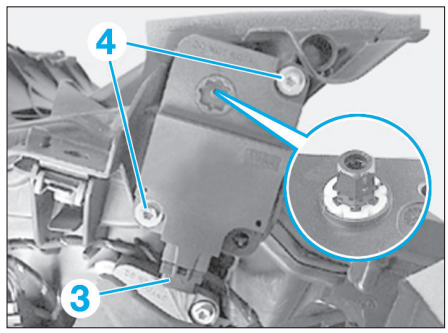

Fig. 48
• Débrancher le connecteur (3) **(Fig.48)**.